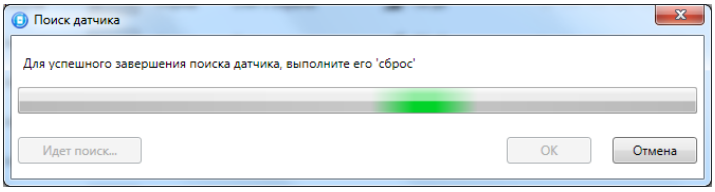

Рис. 5.33. Регистрация радиоизвещателя
4. После нажатия кнопки *OK* начнется поиск радиоизвещателя контроллером в течение 30 секунд (рис. 5.33). Для того чтобы радиоизвещатель был найден контроллером, его состояние должно быть сброшено. Для новых радиоизвещателей выполнять сброс не требуется (их состояние является сброшенным). Для радиоизвещателей, использовавшихся ранее, необходимо выполнить сброс. У большинства моделей (за исключением *Ладога-ПД-РК*) он выполняется путем замыкания перемычки сброса на плате. Подробные сведения о сбросе состояния радиоизвещателей см. в документации к ним.